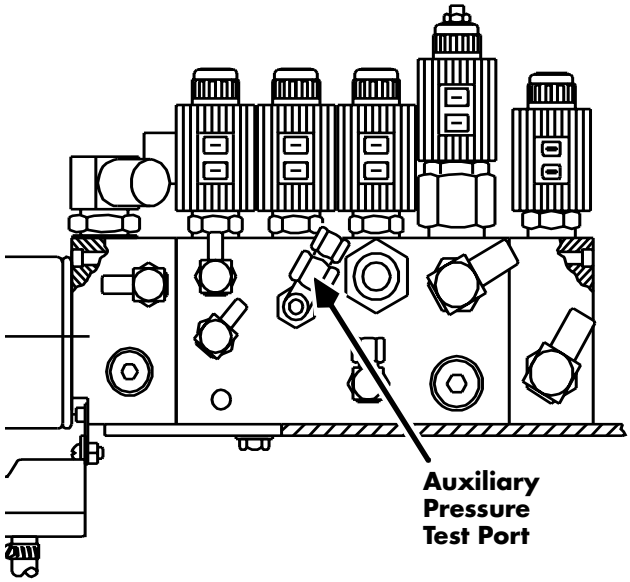
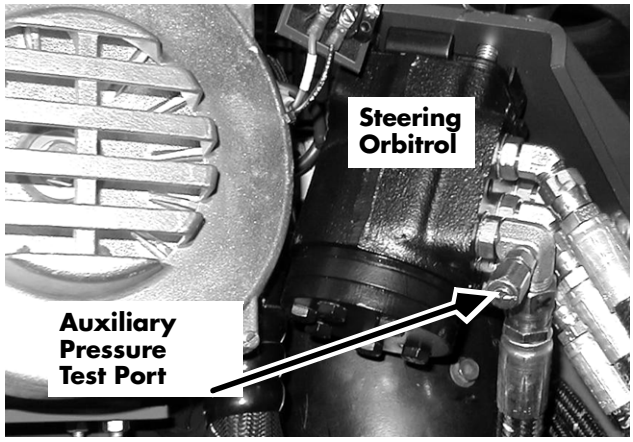

Figure 7-182: Auxiliary Pressure Adjustment Port, Series EZ-B/DZ-B
Figure 7-183: Auxiliary Pressure Adjustment Port, Series DZ-A shown
4. Remove the cap from the test port on the auxiliary pressure line. See Figure 7-182 or Figure 7-183. Connect a pressure gauge capable of measuring 5000 p.s.i. (34,470 kiloPascals).